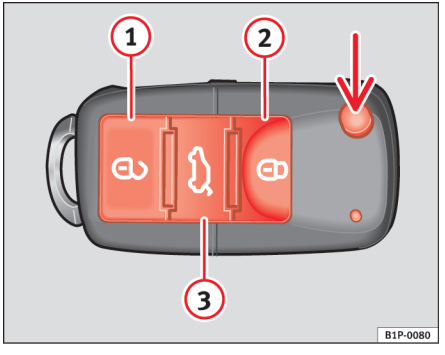

Fig. 42 Knapper på nøglen med fjernbetjening
Med knappen ⇒ fig. 42 (pil) på fjernbetjeningen kan du klappe nøglen ud.
Oplåsning af bilen ⇒ fig. 42 (1)
Låsning af bilen ⇒ fig. 42 (2)
Oplåsning af bagklappen. Tryk på knappen ⇒ fig. 42 (3), indtil alle blinklygter på bilen blinker et kort øjeblik. Når du har trykket på oplåsningsknappen (3), kan du åbne bagklappen inden for 2 min. Når denne periode er gået, bliver bagklappen låst igen.
– Tryk på knappen 🔒 (2) ⇒ side 76, fig. 42 på fjernbetjeningen.
– Tryk på knappen 🔓 (1) ⇒ side 76, fig. 42 på fjernbetjeningen.